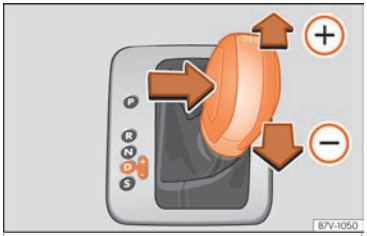

Fig. 242 Selector lever in Tiptronic position (left-hand drive vehicles). The lay-out in right-hand drive vehicles is symmetrically opposed.
- Press the lever forwards ⊕ or backwards ⊖ to move up or down a gear ››› Fig. 242.